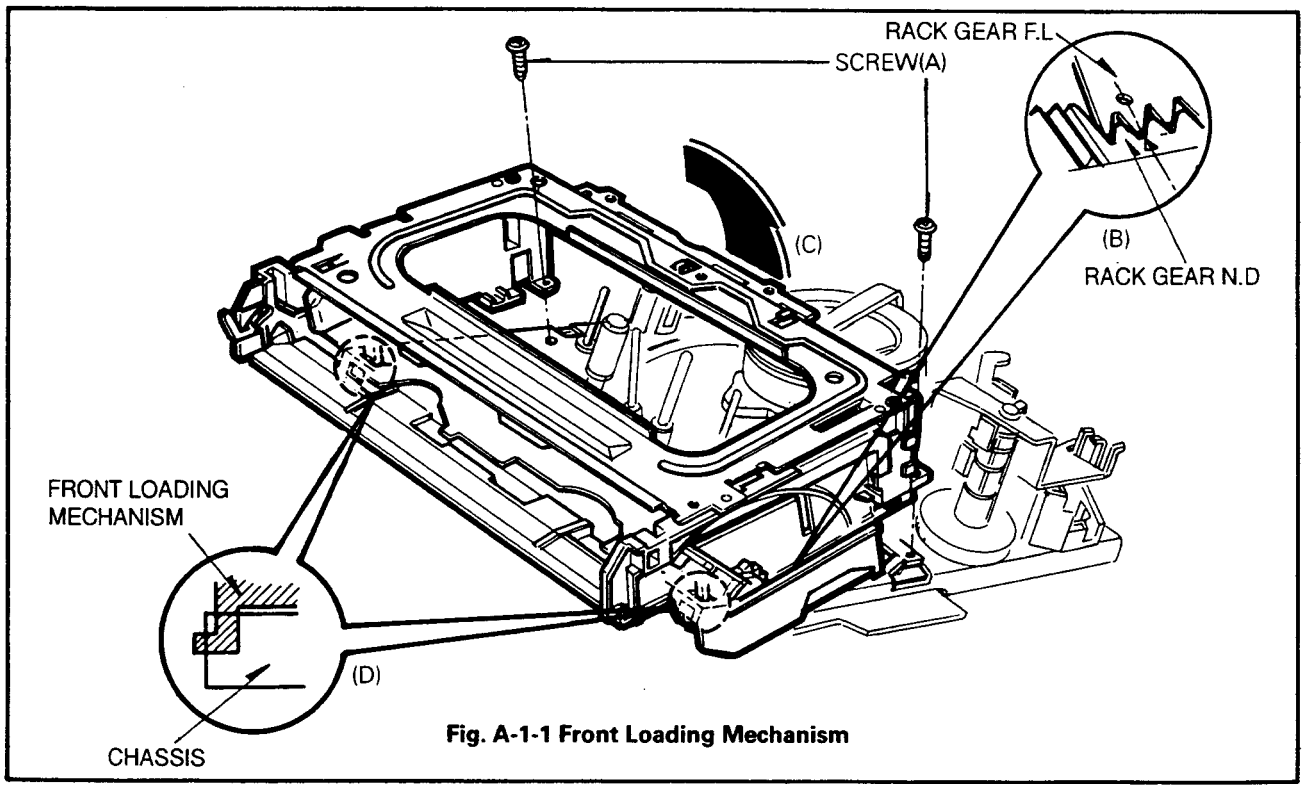
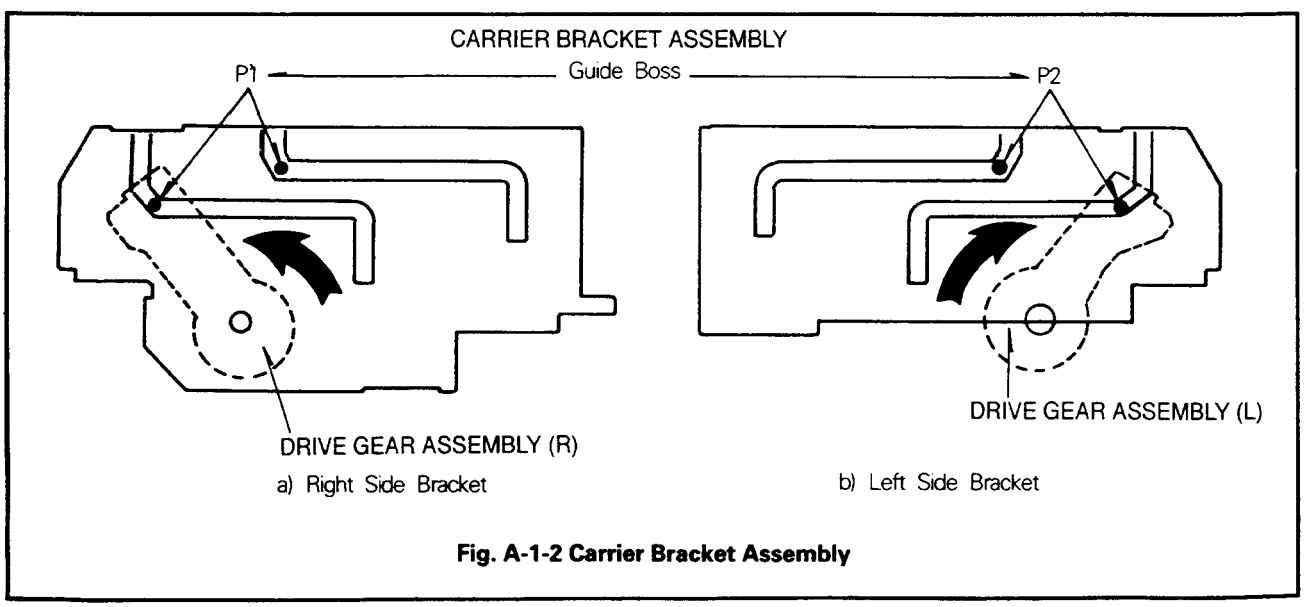

Fig. A-1-1 Front Loading Mechanism
Fig. A-1-2 Carrier Bracket Assembly
1. Front Loading Mechanism Assembly (Fig. A-1-1)
① Give special attention to removal and to reassemble, because two tabs(D) are engaged.
② Make sure that Bosses of Bracket(L),(R) are properly engaged in the holes of the chassis.
③ To reassemble Front Loading Mechanism, the Drive Gear Assembly should be turned in a counterclockwise as shown in Fig. A-1-2 so that the Rack Gear N.D of Front Loading Mechanism Assembly is meshed into Rack Gear F.L of Deck Mechanism Assembly correctly as shown in Fig. A-1-1.(B).